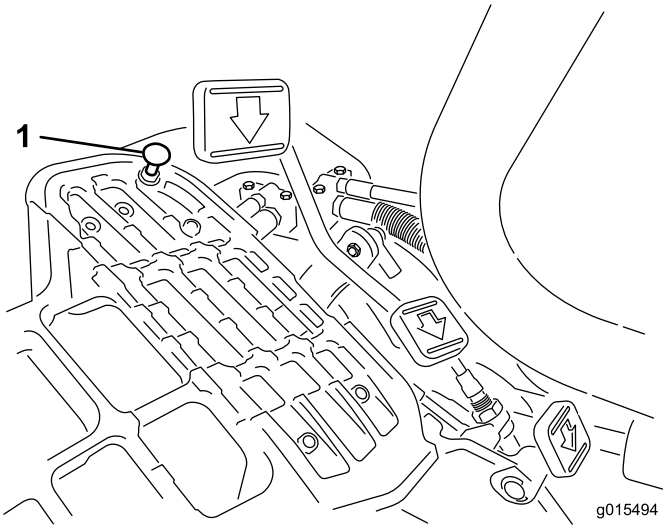

Figur 49
For å oppnå maksimal transporthastighet, må du sette styrespaken i Transport-stilling og trykke inn trekkpedalen. Hvis du kan tråkke pedalen helt inn (Figur 49) før det er spenning i kabelen, er det nødvendig med en justering.
1. Sett styrespaken i transport-stillingen og løsne på låsemutteren som fester pedalstopperen til gulvplaten (Figur 49).